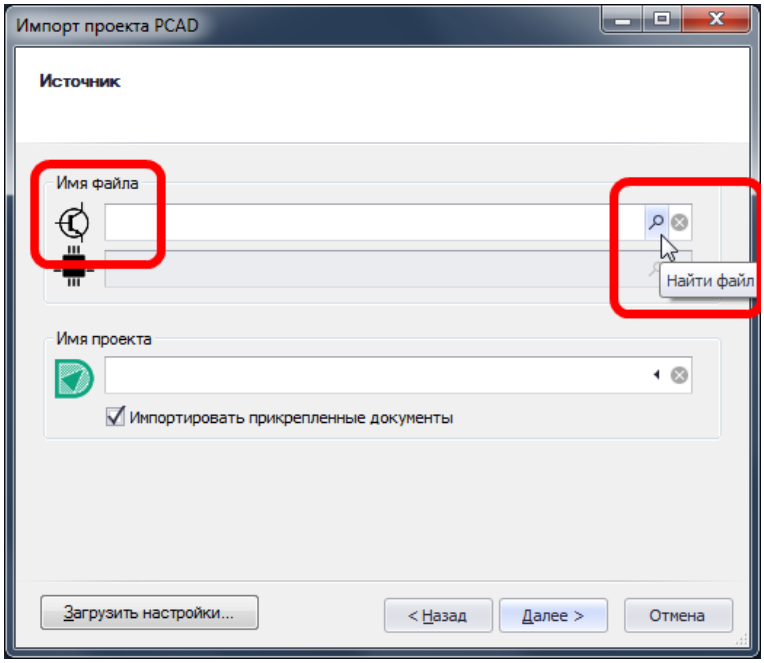

Рис. 358. Выбор файла для импорта
2. В следующем окне выберите файл импортируемой схемы. Для этого в поле «Имя файла» нажмите на кнопку «Найти файл», в строке, отмеченной значком , см. Рис. 358.